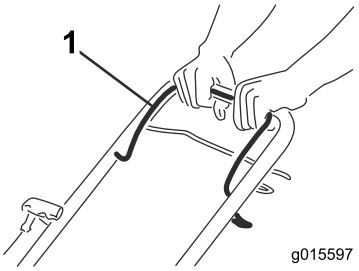

Bild 14
1. Halten Sie den Schaltbügel (Bild 14) gegen den Bügel gedrückt.